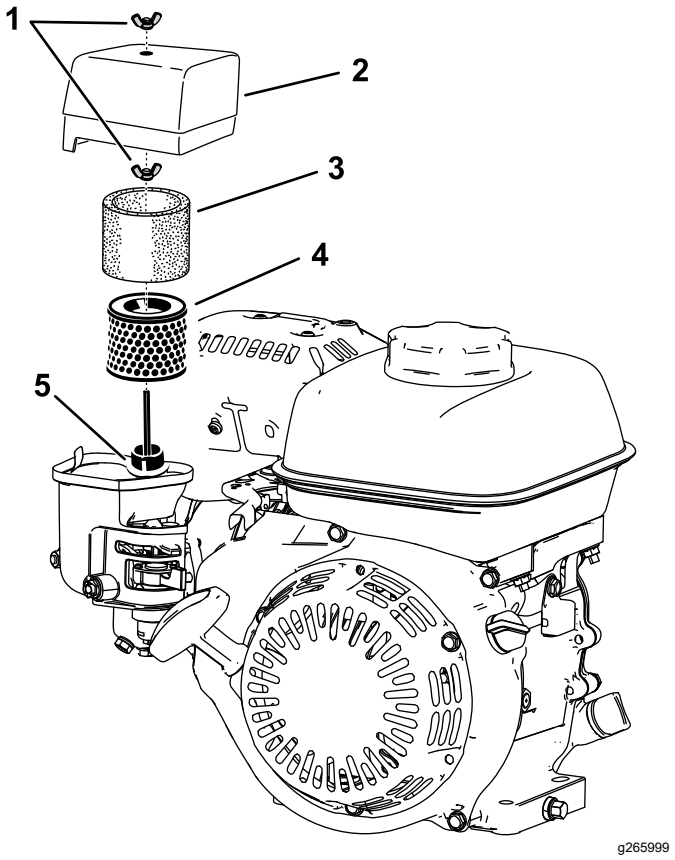

Figur 17
2. Afmonter vingemøtrikken, der fastgør luftfilterdækslet (Figur 17).